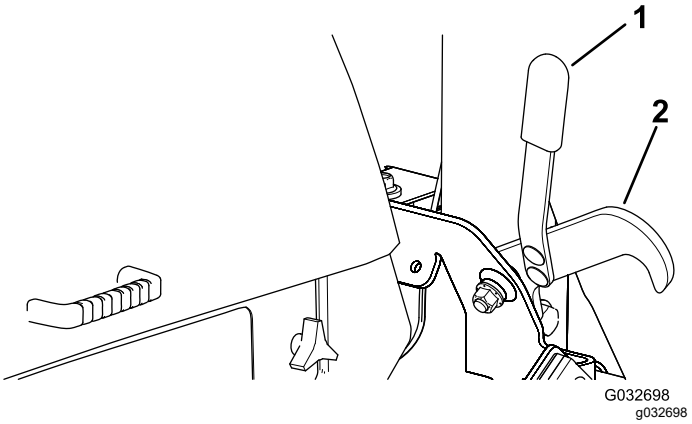

**Figuur 31**
2. Neem plaats op de bestuurdersstoel en draai het contactsleuteltje naar de stand DRAAIEN (Figuur 31).